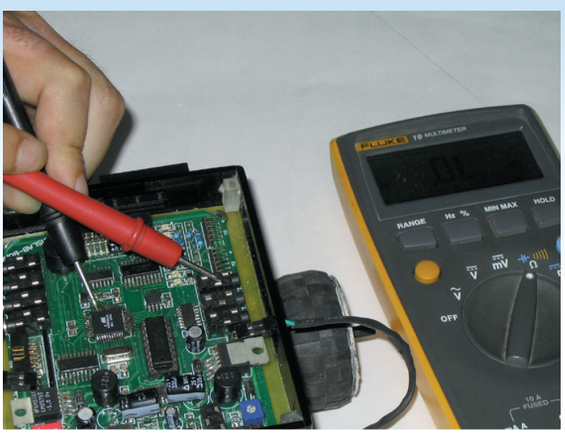

图 2.9　测量单片机引脚与传感器接口的对应关系
(1) 查找控制电路板上面的单片机，并辨认单片机的第 1 个引脚位置。
(2) 找出哪些是电源引脚，哪个脚是复位引脚。
(3) 准备一块多用电表，利用它的欧姆挡确认引脚与控制电路板上传感器接口的对应关系（图 2.9）。